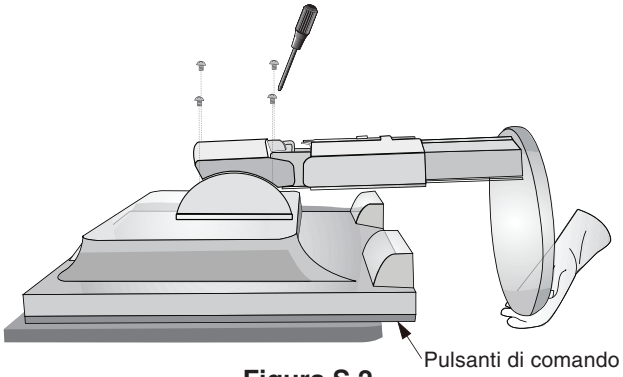

Figura S.2
3. Sistemare il monitor verso il basso su una superficie non abrasiva (**Figura S.2**).
4. Rimuovere le 4 viti che collegano il supporto al monitor (**Figura S.2**).